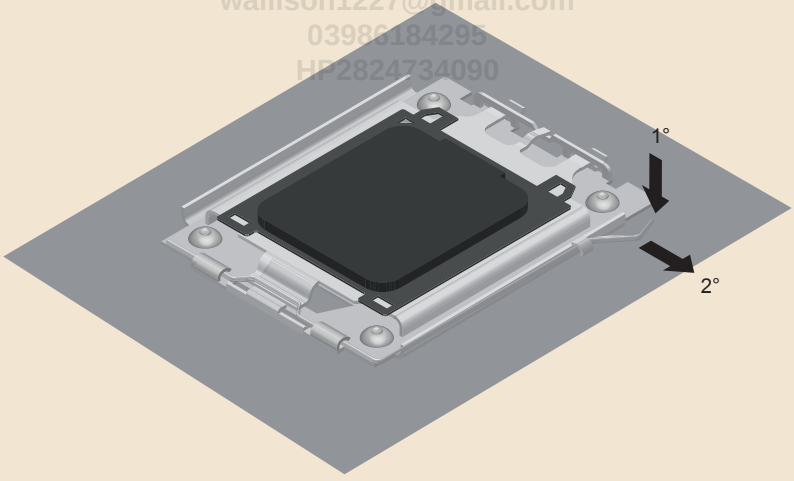

Figura 15.6: Destrave a alavanca.
1. Destrave a alavanca do soquete. Para isso, você deverá pressioná-la para baixo e movê-la ligeiramente para fora, como mostramos na Figura 15.6.